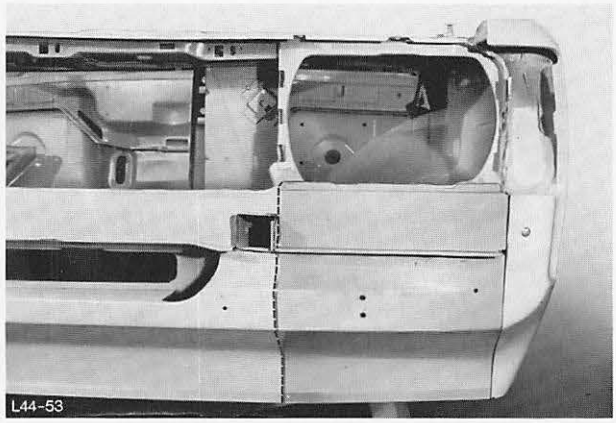

Abb. 48 Trennlinie für Teileinsatz Kühlergitterblech mit Schürze
4. Entsprechend der Beschädigung Kühlergitterblech mit Schürze austrennen, Abb. 48/49.